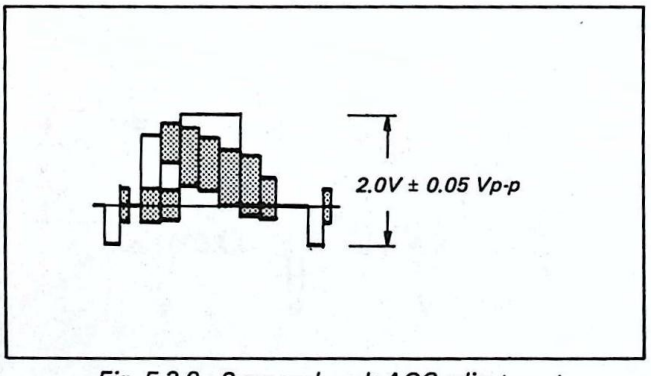

Fig. 5-3-9. Sync and peak AGC adjustment
4) Adjust to 2.0V ± 0.05 Vp-p with RV3. (See Fig. 5-3-9)